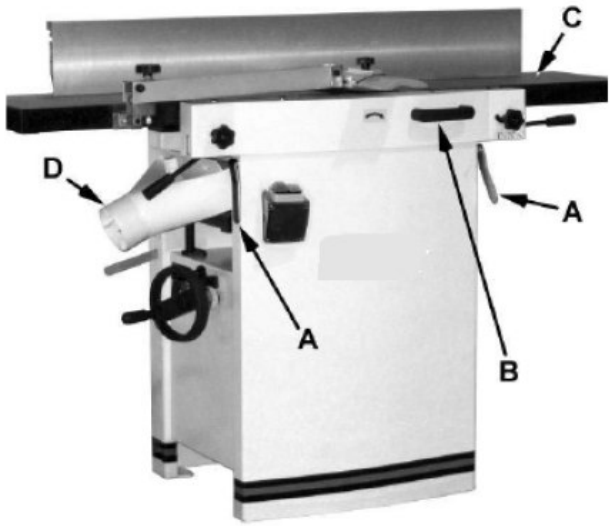

Abb.5-1: Umstellung von Abricht- auf Hobelmaschine
1. Hierzu wird zunächst der Entriegelungsknopf (Pos. F, 5-2) betätigt und die Absaughaube (Pos. D, G) nach links geschwenkt, sodass sie sich in der in (Pos. D, Abb. 5-1) gezeigten Position befindet.
2. Danach wird die Verriegelung (Pos. E) gelöst und der Ausgabetisch (Abrichtseite) mit dem Kipparretiergriff (Pos. B) nach vorne geschwenkt, bis er sich wie in (Pos. C, Abb. 5-1) dargestellt befindet.